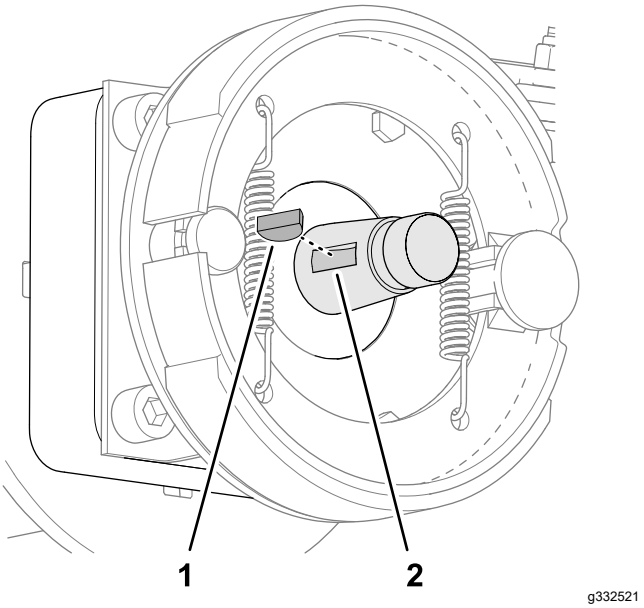

Figur 77
5. Ta bort woodruffkilen från hjulmotoraxeln (Figur 77).